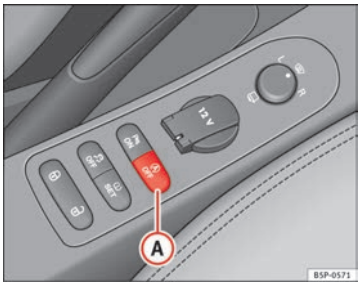

Abb. 142 Ansicht des Tasters für den Start-Stopp-Betrieb
– Drücken Sie den Taster (A) ⇒Abb. 142 an der Mittelkonsole. Nachdem Sie den Start-Stopp-Betrieb ausgeschaltet haben, leuchtet die Kontrollleuchte am Taster auf.
– Drücken Sie den Taster (A) ⇒Abb. 142 an der Mittelkonsole. Die Kontrollleuchte am Taster erlischt. ■